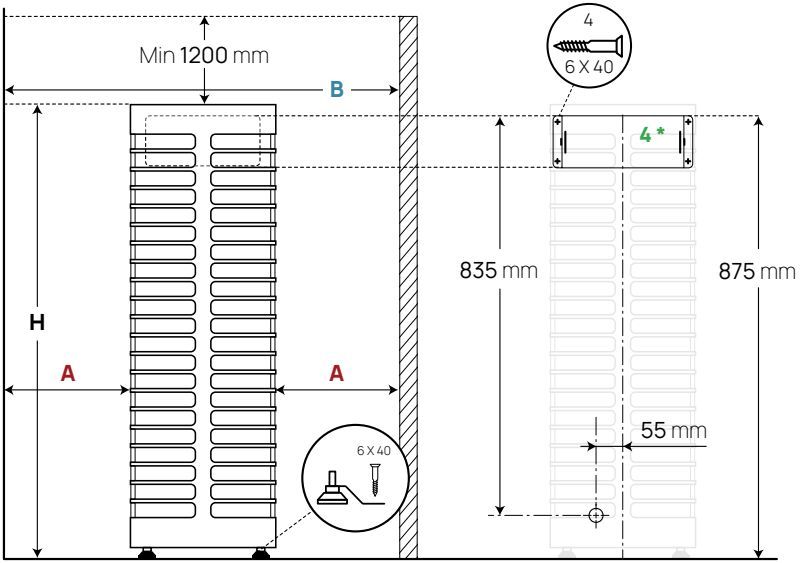

Figure 1 Positioning of the heater
Minimal safety distances between the sauna room's ceiling and walls in view of installing the electric heater have been provided in **Table 1** and **Figure 1.**
- **HUUM STEEL 6, 9 and 11 models** are attached to the floor using the included brackets. Install the bracket to the heater leg as shown in **Figure 1** and fix it with a screw corresponding to the construction of your floor (recommended min. 6 x 40mm).
- Attach **HUUM STEEL Mini 4** to the wall of the sauna room using the wall mounting plate included in the package. See **Figure 1.**